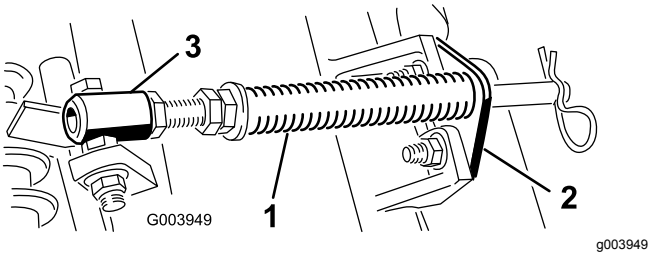

**Figur 4**
A. Fjern de to bræddebolte og møtrikker, der fastgør stangbeslaget på klippeenhedens tapper (Figur 4).
B. Fjern den flangemøtrik, som fastgør fjederrørets bolt på bærerammens tap (Figur 4). Fjern enheden.